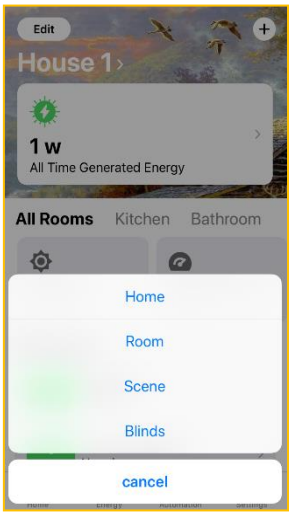

Figure 44
10.10.2. Select **Scene** from the menu options *(Fig. 44)*.